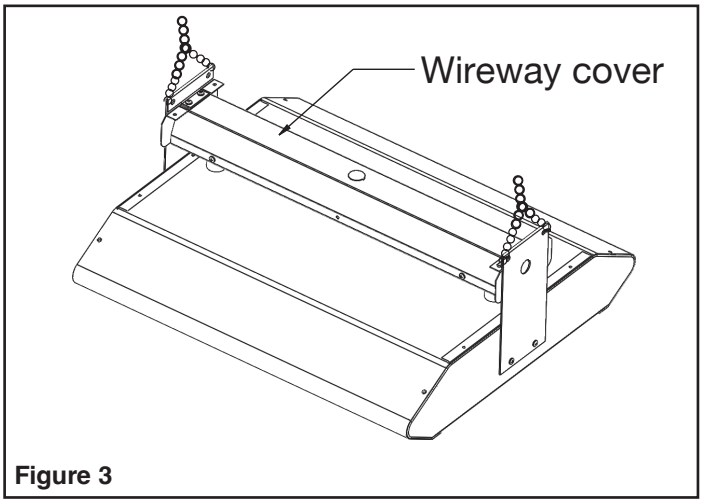

**Figure 3**
Refer to Figure 3 and proceed as follows.
2. Attach loop chains (not furnished) on each end of mounting bracket as shown in Figure 3.
4. Remove screws (see Figure 3) from front of wireway cover and allow heater to rotate down for wiring.